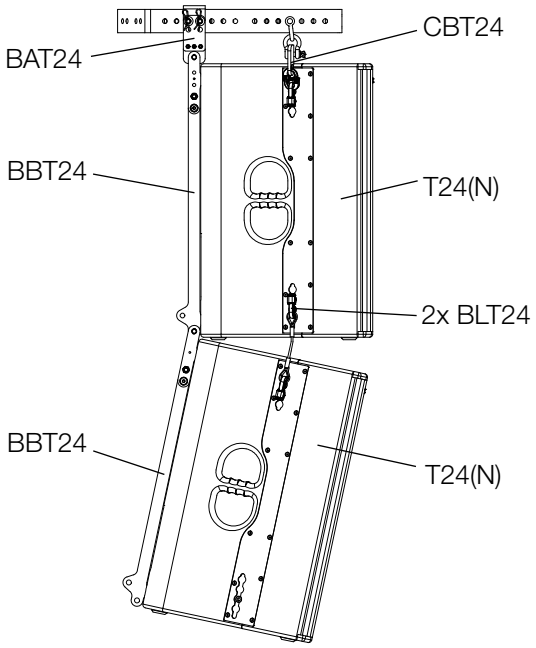

Abbildung 4.8.2 - Standardvariante
Als Standardvariante hat sich die Variante etabliert in der zwei T24(N) Lautsprecher mit einer CBT24 Aufhängeschiene, zwei BBT24 Tragelementen sowie einem BAT24 Adapter und zwei BLT24 Boxlink-Verbinderseile verwendet werden. (Siehe Abbildung 4.8.2)